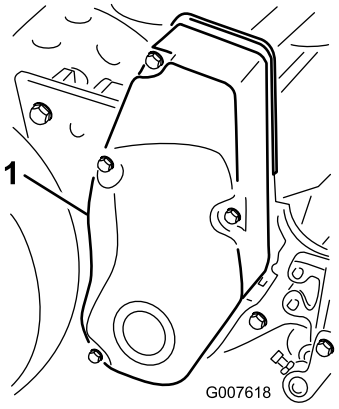

**Rysunek 34**
1. Usuń elementy mocujące pokrywę paska oraz pokrywę paska w celu jego odsłonięcia (Rysunek 34).